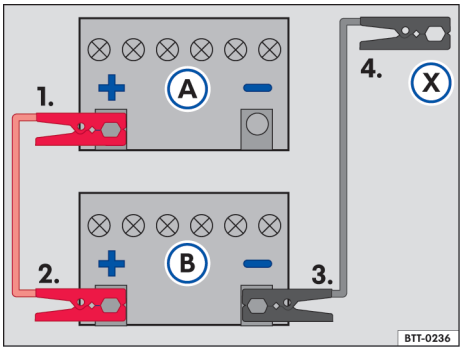

Fig. 172 Esquema para a conexão dos cabos auxiliares de partida: bateria do veículo descarregada Ⓐ e bateria do veículo fornecedora de corrente Ⓑ.
Legenda para → Fig. 172:
Conectar o cabo auxiliar de partida somente na sequência **1 – 2 – 3 – 4** → Fig. 172.
– Conectar uma extremidade do cabo auxiliar de partida *vermelho* ao polo positivo (**+**) do veículo com a bateria do veículo descarregada → Fig. 172 Ⓐ → ⚠.